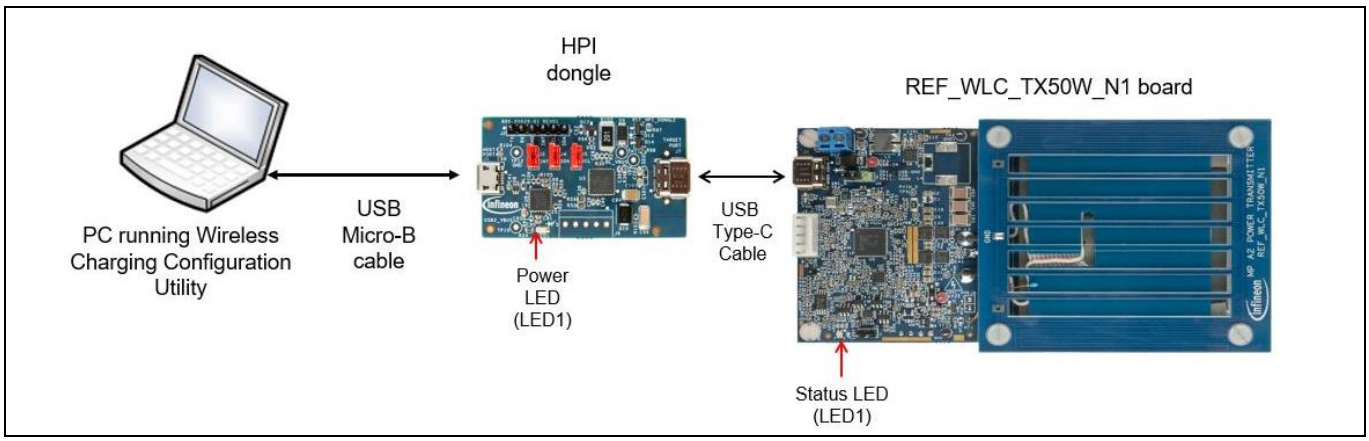
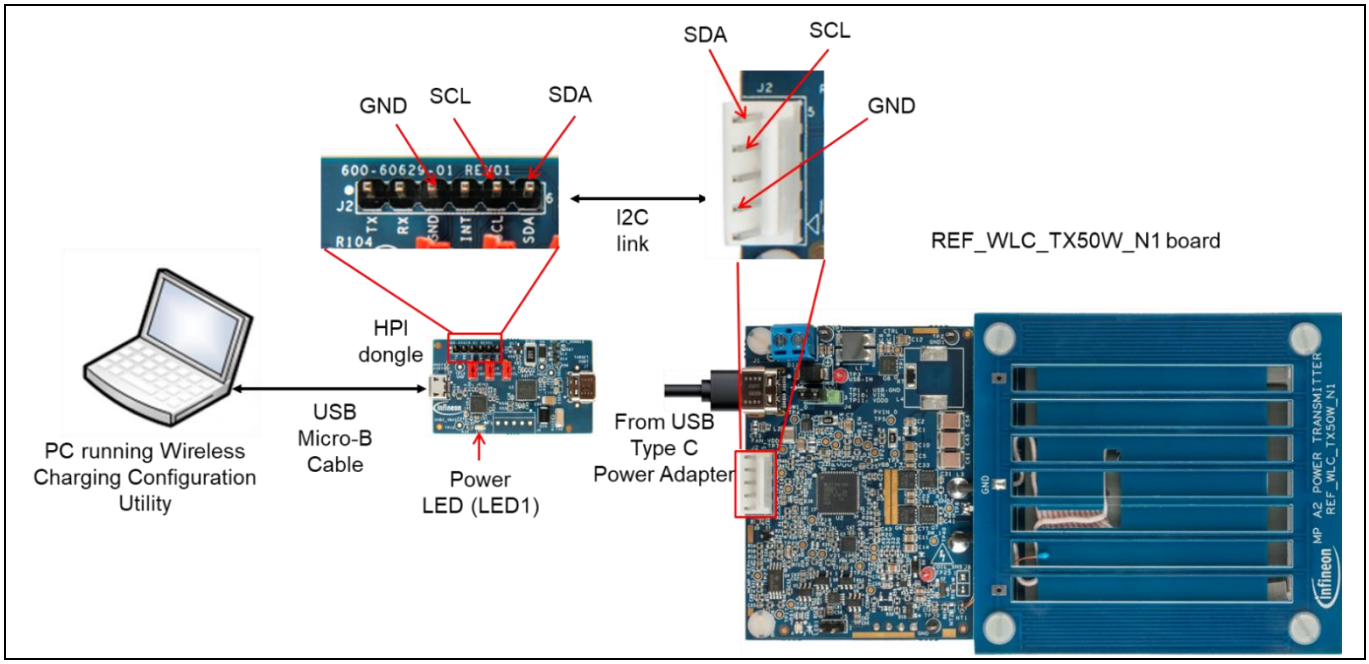

Figure 10 USB CC communication-based setup
Figure 14 I2C communication-based setup
Figure 10 describes the set-up to download configuration data or firmware over the USB CC interface of the WLC1150 controller.
Figure 14 describes the setup to download firmware/configuration or monitor firmware parameters or dynamically tune the firmware parameters over the I2C interface of the WLC1150 controller.
b) Create the USB CC communication-based (**Figure 10**) or I2C communication-based (**Figure 14**) hardware set-up to configure the firmware using Wireless Charging Configuration Utility.